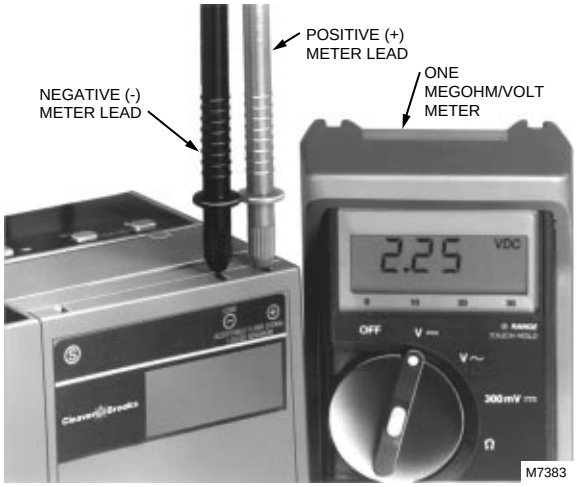

Fig. 22. Flame signal measurement.
Flame Signal Measurement (Table 7 and Fig. 22)
3. Insert the positive (red) probe into the + jack of the flame amplifier. Insert the negative (black) probe into the (Com) jack of the flame amplifier, see Fig. 22.